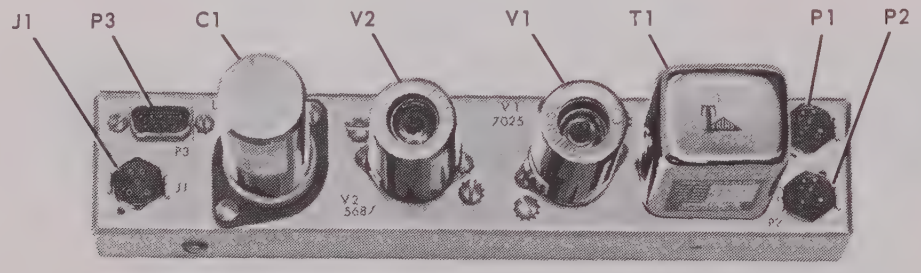

Fig. 4-9A Model LA-3 Amplifier, Top View
c. LA-3 Amplifier. (refer to figures 4-9A, 4-9B, and drawing 31158)